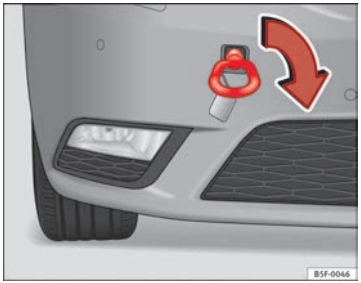

Fig. 133 Pára-choques dianteiro, direita: argola de rebocagem enroscada
– Enroscar a argola de rebocagem, até ao batente, na rosca ⇒ Fig. 133 e apertá-la firmemente com a chave de rodas.